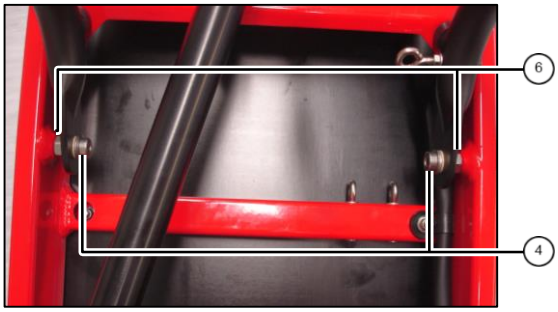

Abb. 4: Ständer montieren
4. Schrauben ④ in Rahmen eindrehen und mit Muttern ⑥ gegen den Rahmen kontern (Abb. 4).